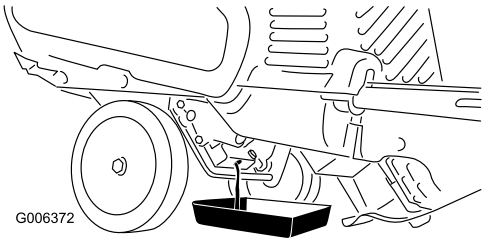

Figure 29
3. Placez un bac de vidange sous le bouchon de vidange et retirez le bouchon ; basculez la machine en arrière et vidangez l'huile usagée dans le bac de vidange (Figure 29).